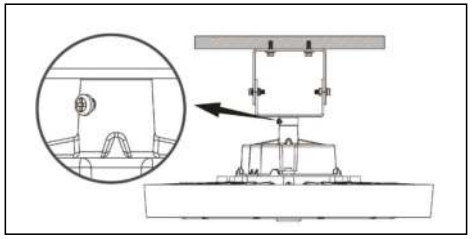

Рис. 3
5.6.3 Вставьте шпильку кронштейна в специальное отверстие с резьбой в верхней части осветительного прибора и надежно затяните, затем надежно затяните установочный винт, чтобы предотвратить ослабление крепления кронштейна (рис. 3).